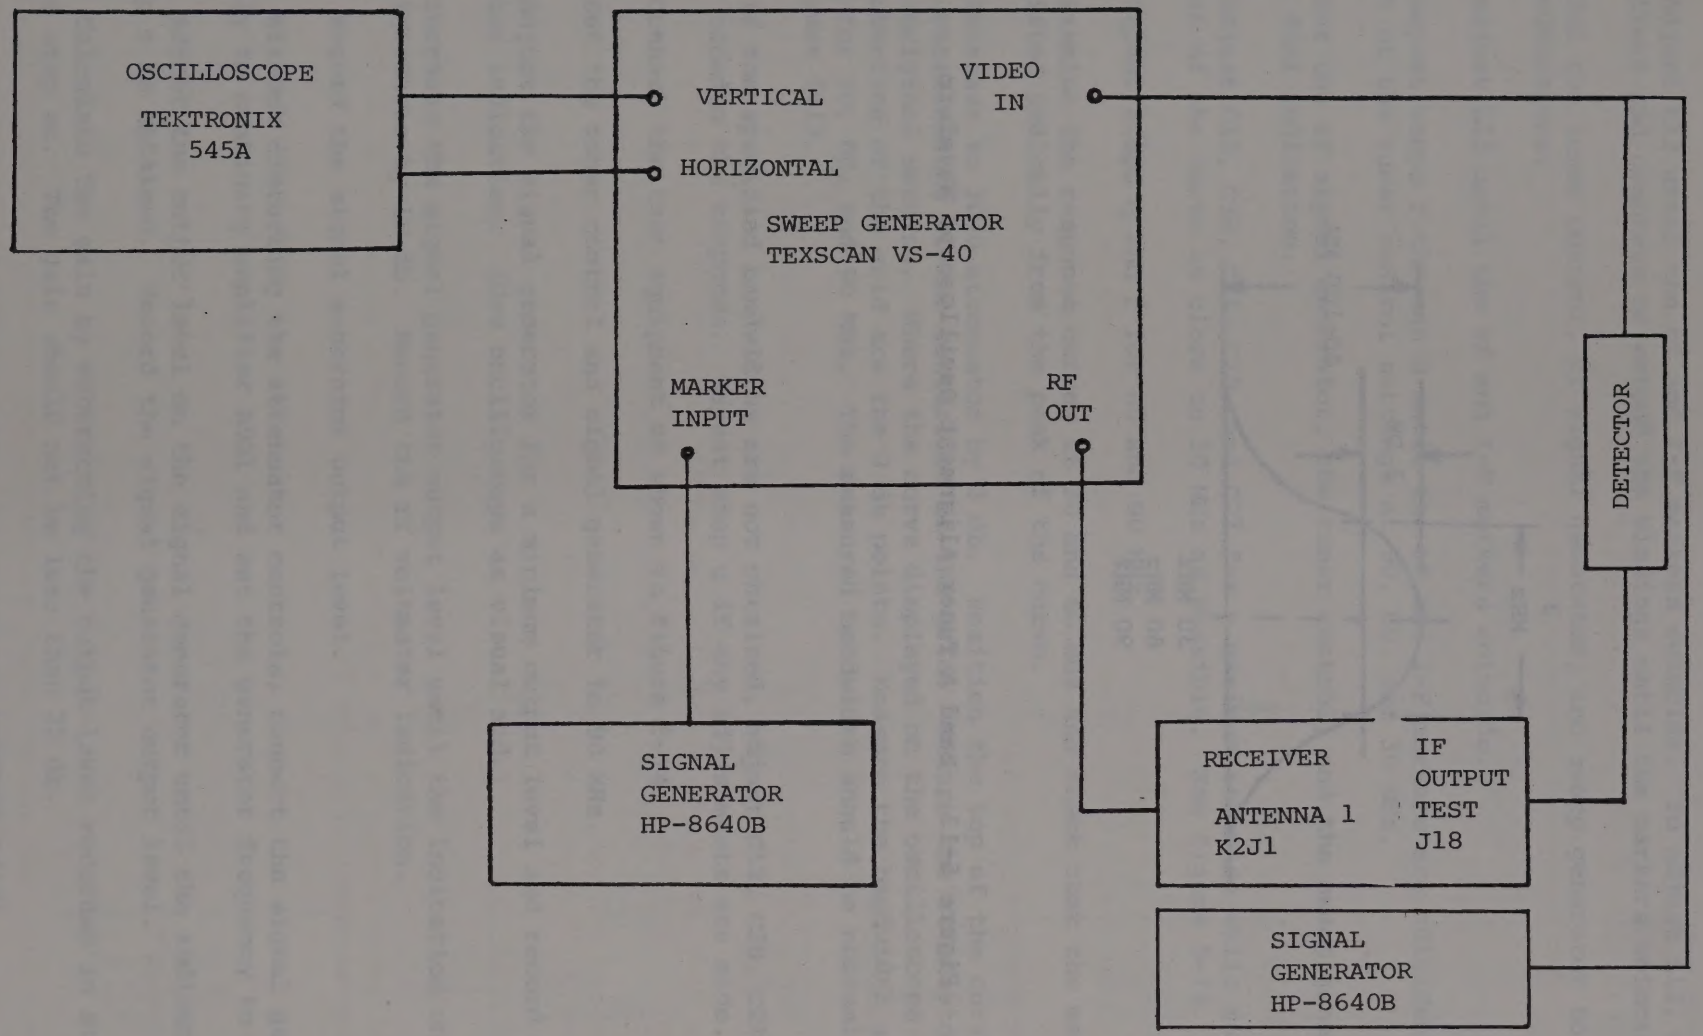

Figure 5-12. Tuner Alignment Procedure, Test Equipment Setup
a. Connect the test equipment as shown in figure 5-12.